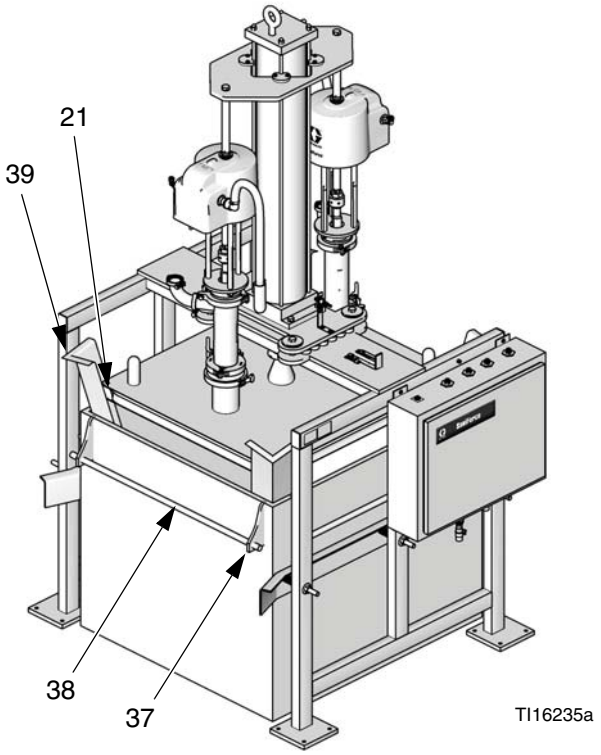

FIG. 15
5. Fije los costados de la bolsa con abrazaderas (37) y tubos (38). Vea la FIG. 15.
8. Asegúrese de que las juntas de las esquinas (21) estén en su lugar.
9. Use las esquinas (39) para ayudar a guiar la placa. Vea la FIG. 15.